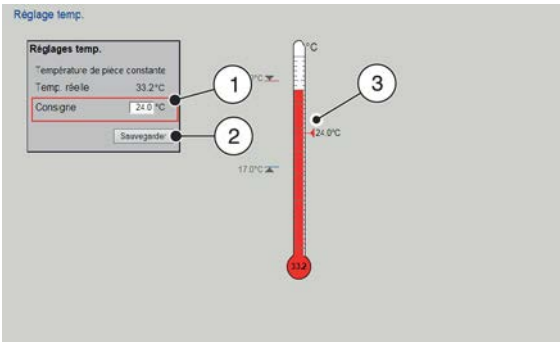

Fig. 47: Réglage d'une température de consigne
L'écran *« Régler la température »* (Voir la Fig. 47) affiche la température actuelle et permet de définir une température de consigne.
2. Saisir la température de consigne dans le champ *« Point de consigne »* (Voir la Fig. 47/1) ou de déplacer le triangle rouge à la température souhaitée sur le thermomètre (Voir la Fig. 47/3).
3. Cliquer sur *« Enregistrer »* (Voir la Fig. 47/2).